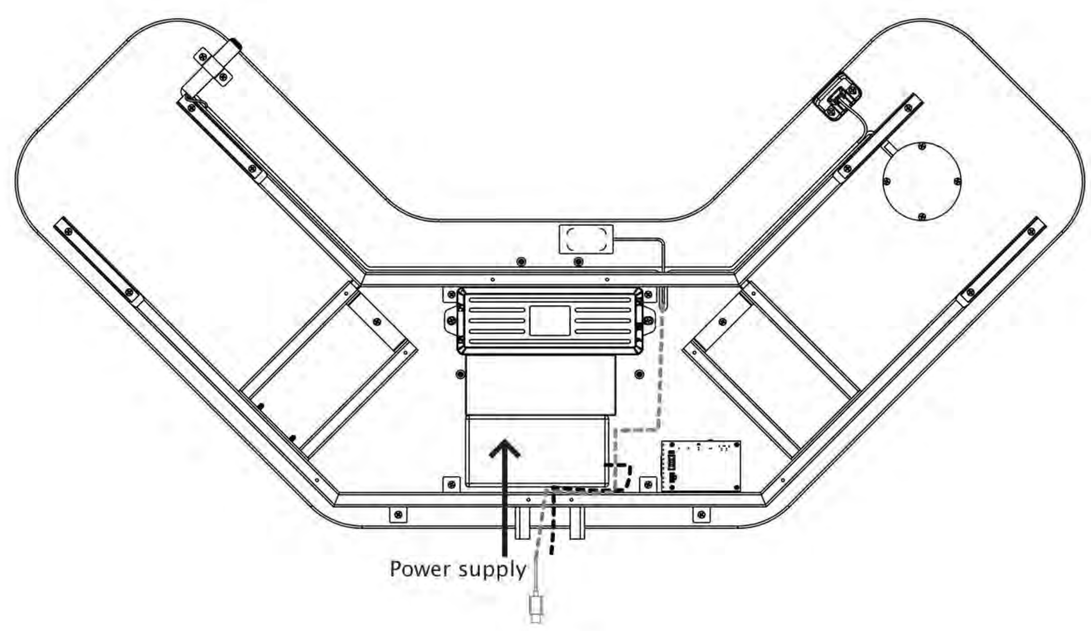

Figure 3
5. Route the WHITE USB cable and the black power cable from the identified power supply along the dotted paths as shown **(Figure 3)**